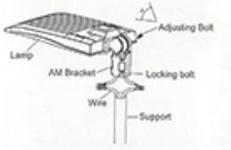

Figure 11
1. ADJUSTABLE FITTER MOUNTING (AM)
Step 1: Loosen the four bolts on AM bracket, connect the wires correctly, and pull the wires into the poles. (Figure 11)
Notice: Adjustable angle is 0-90°(Figure 11)